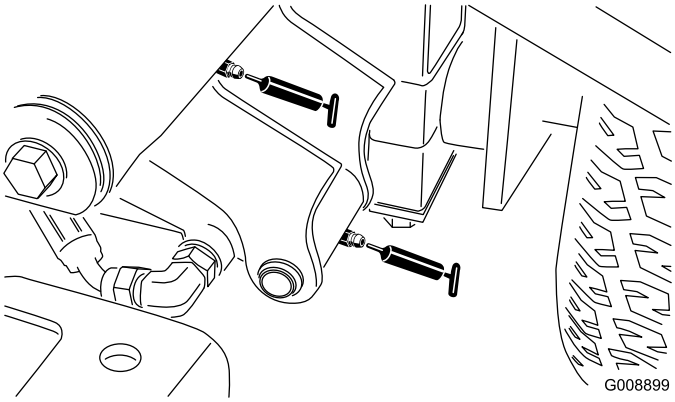

Figur 41
- Venstre fremre løftearmstapp og løftesylinder (2) (Figur 41)